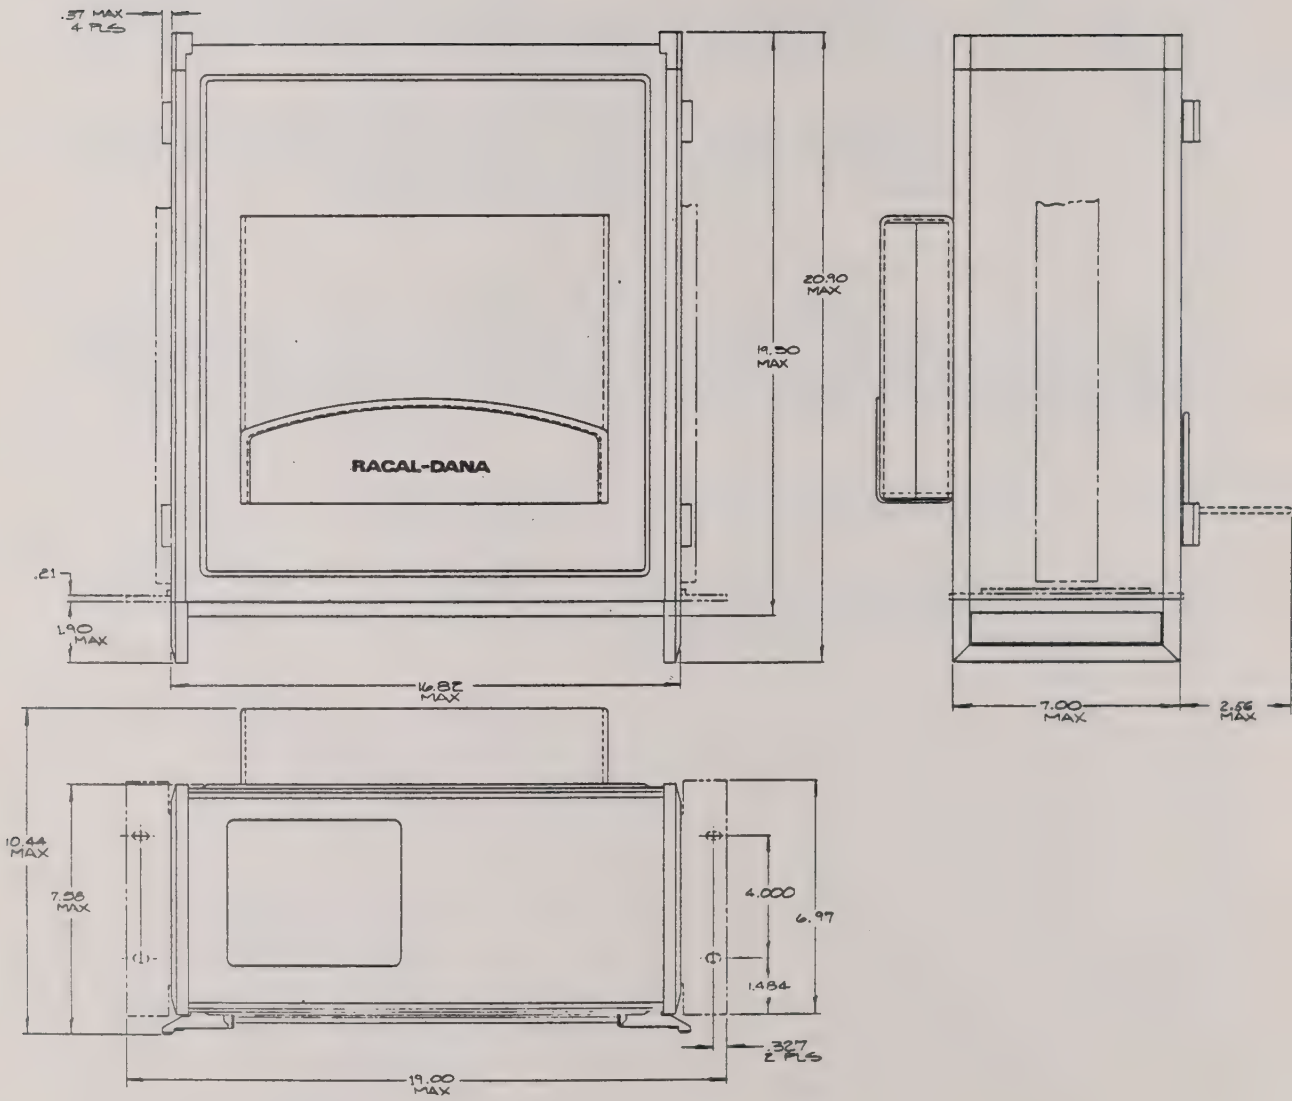

Figure 2.1 - Series 200 Dimensional Outline
2.3.1 Figure 2.1 on the facing page provides dimensional information for Series 200 instruments. Refer to this illustration whenever necessary.